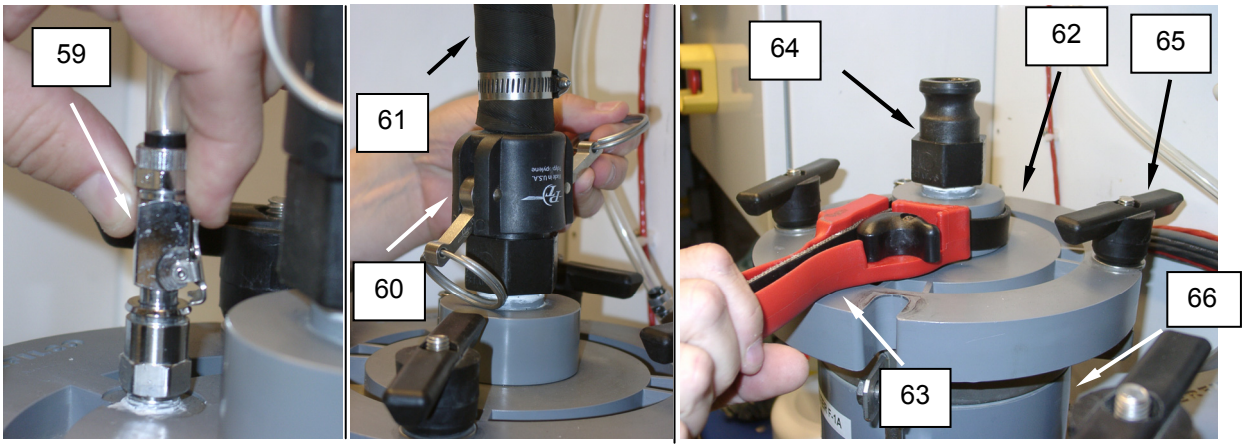

Figure 19. Install the F-1A and F-1B Filter Elements (Socks).
1. Disconnect the filter vent hose **(Figure 19, item 59)**.
2. Disconnect the QD fitting **(Figure 19, item 60)** and hose **(Figure 19, item 61)** from the filter cap **(Figure 19, item 62)**.
3. Use a strap wrench **(Figure 19, item 63)** to loosen the QD male fitting **(Figure 19, item 64)** from the filter cap **(Figure 19, item 62)**.
4. Loosen and remove the retaining knobs **(Figure 19, item 65)** securing the filter cap **(Figure 19, item 62)** to the filter housing **(Figure 19, item 66)**, and remove the filter cap **(Figure 19, item 62)**, from the filter housing.